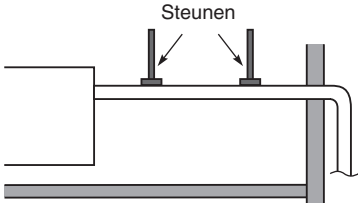

Afb. 3-13
- Zet geen kracht op de leidingen aan de kant van de unit wanneer u de afvoerpijp aansluit. De pijp mag niet zonder ondersteuning aan de aansluiting met de unit hangen. Maak de pijp zo dicht mogelijk bij de unit vast aan een muur, balk of ander constructiedeel. (Afb. 3-13)